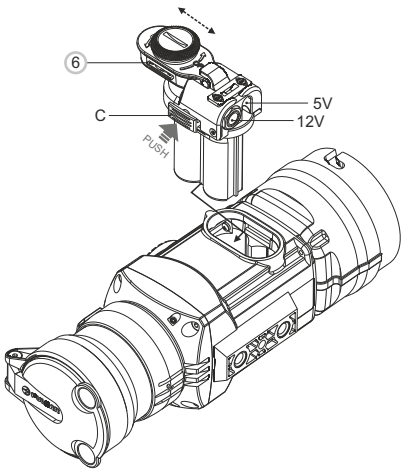

Рис. 3
- Установите переходник внешнего питания в контейнер батарей монокуляра **(см.рис.3)**. Убедитесь в том, что защелки **(C)** адаптера защелкнулись с обеих сторон.
- Закрепите крышку **(6)** на адаптере **(см. рис.3)**.
- Включите прибор кратким нажатием кнопки **“ON/OFF” (9)**.